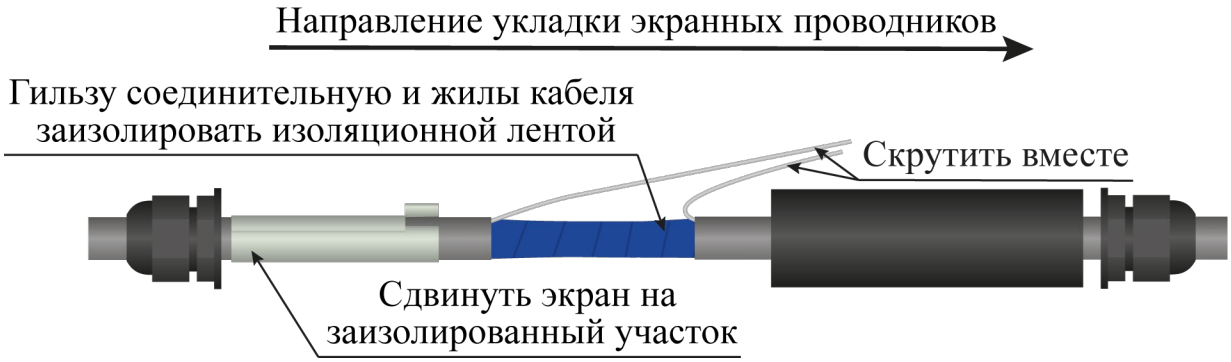

Рисунок 4.17
– гильзу соединительную и жилы кабелей заизолировать изоляционной лентой (рисунок 4.17);
– экранные проводники ремонтируемых кабелей уложить в одном направлении, скрутить вместе (рисунок 4.17);
– сдвинуть экран муфты соединительной на место соединения ремонтируемых кабелей (рисунок 4.17);